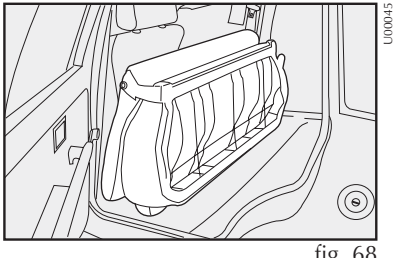

fig. 68
4) Incline hacia adelante el asiento trasero completo de manera que se obtenga una superficie de carga única **fig. 68**.